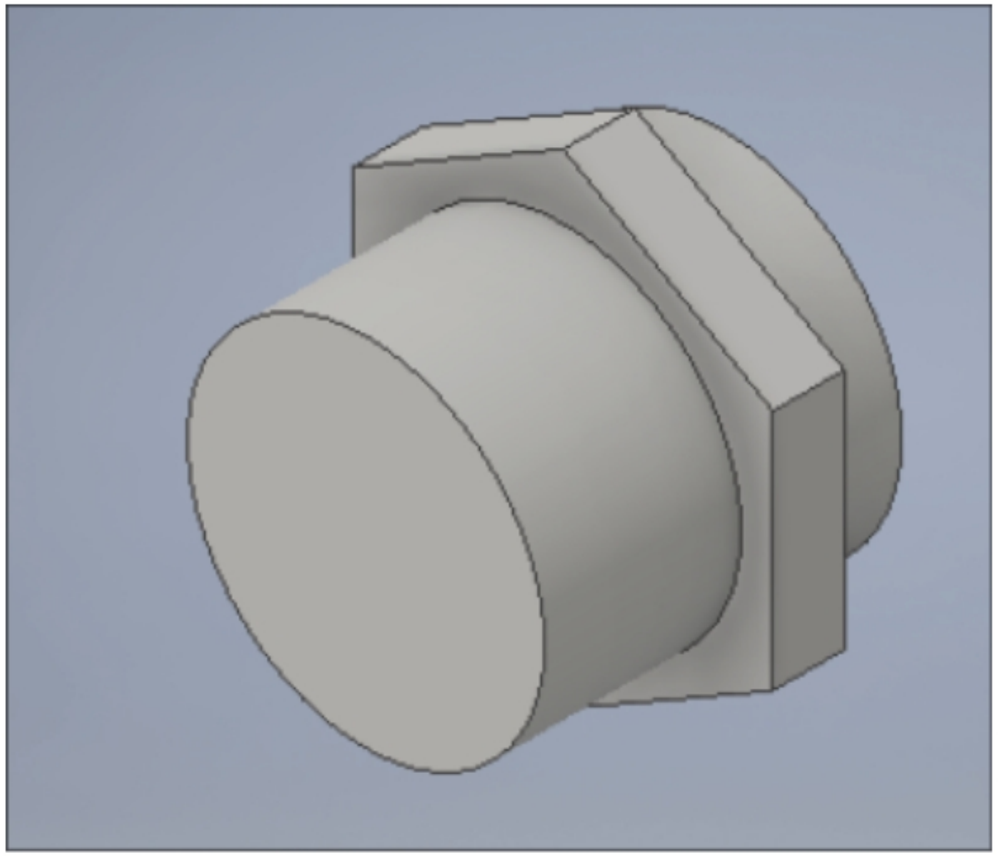

Figure-21. Model of a glow bulb
- Create a solid model by using the 3D modeling tools of Autodesk Inventor; refer to Figure-21.